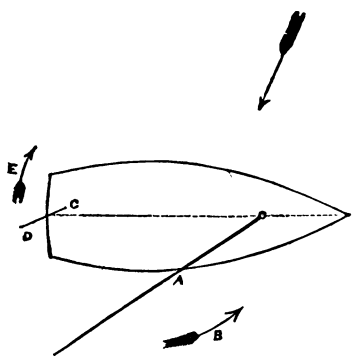

Fig. 1.
Fig. 1 shows a vessel with the wind on the port, or left side, blowing in the direction of the straight arrow upon the sail (A). In addition to the propelling force of the wind there is the tendency to turn the sail, and with it the boat, in the direction of the curved arrow (B). To counteract this and keep the vessel in the course she is heading, the tiller (C) is pushed over to port, and the rudder (D) of necessity goes to starboard. The impact of the water tends to force the rudder, and with it